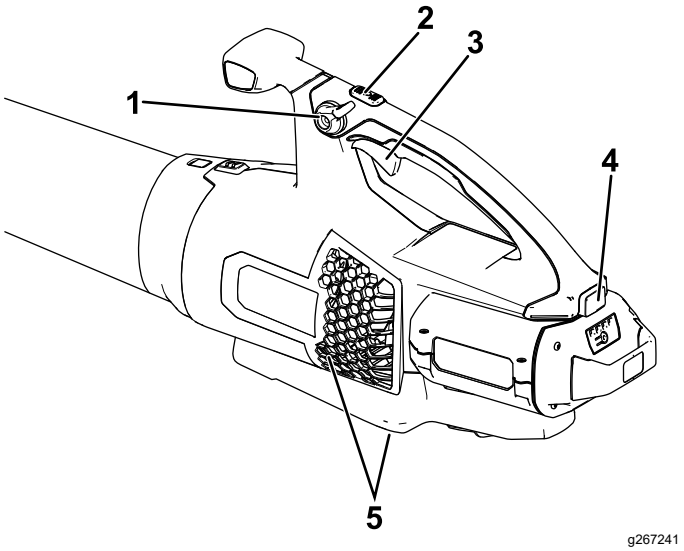

Figure 8
4. Pour mettre le souffleur en marche, serrez la gâchette de vitesse variable (Figure 8).
Remarque: Enclenchez le blocage de vitesse pour garder la machine en marche sans avoir à appuyer sur la gâchette de vitesse variable (Figure 8).
Pour obtenir des performances optimales (débit d'air), maintenez le bouton Turbo Boost enfoncé pendant la durée souhaitée (Figure 8).
Pour régler le débit du souffleur en marche, serrez la gâchette de vitesse variable (Figure 8).
Pour maintenir le débit d'air actuel, engagez le blocage de vitesse (Figure 8).
Pour arrêter le souffleur, déverrouillez le blocage de vitesse (le cas échéant) et relâchez la gâchette de vitesse variable (Figure 8).